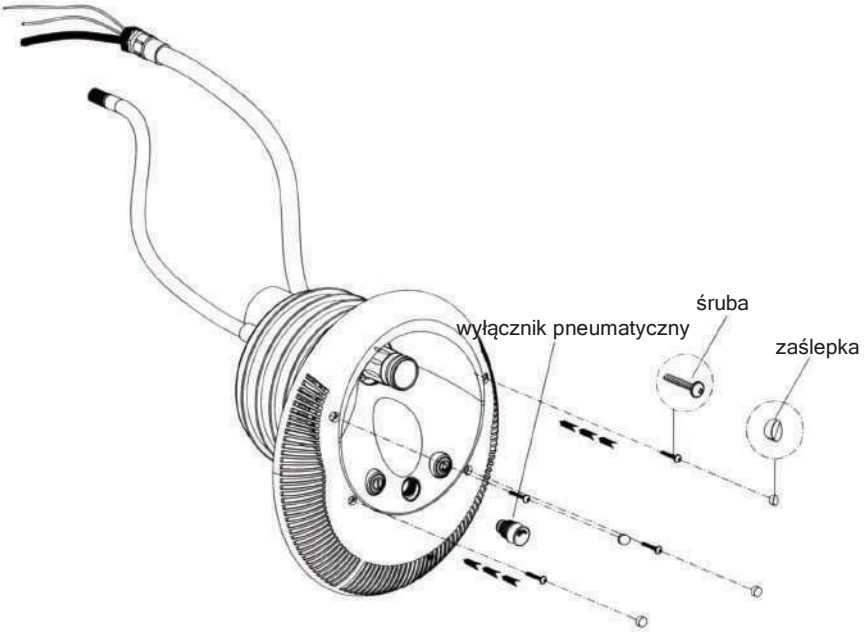

rys. 12.
4) Zamontuj obudowę zewnętrzną w ramie nośnej i przymocuj ją za pomocą 4 śrub M5. Zakryj otwór na śrubę plastikową zaślepką (Rys. 12).